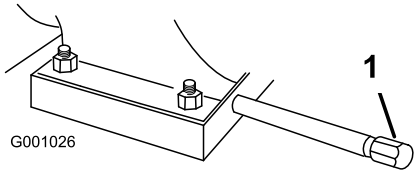

Figur 43
1. Gör rent omkring oljeurtappningslocket (Figur 43).